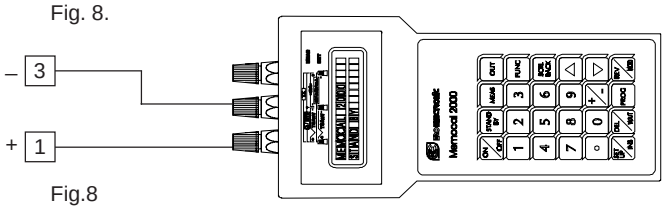

Fig.8
2) Connect the instrument under test to the calibrator as shown in Fig. 8.